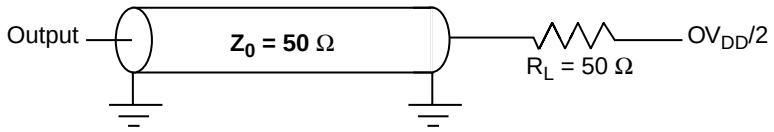
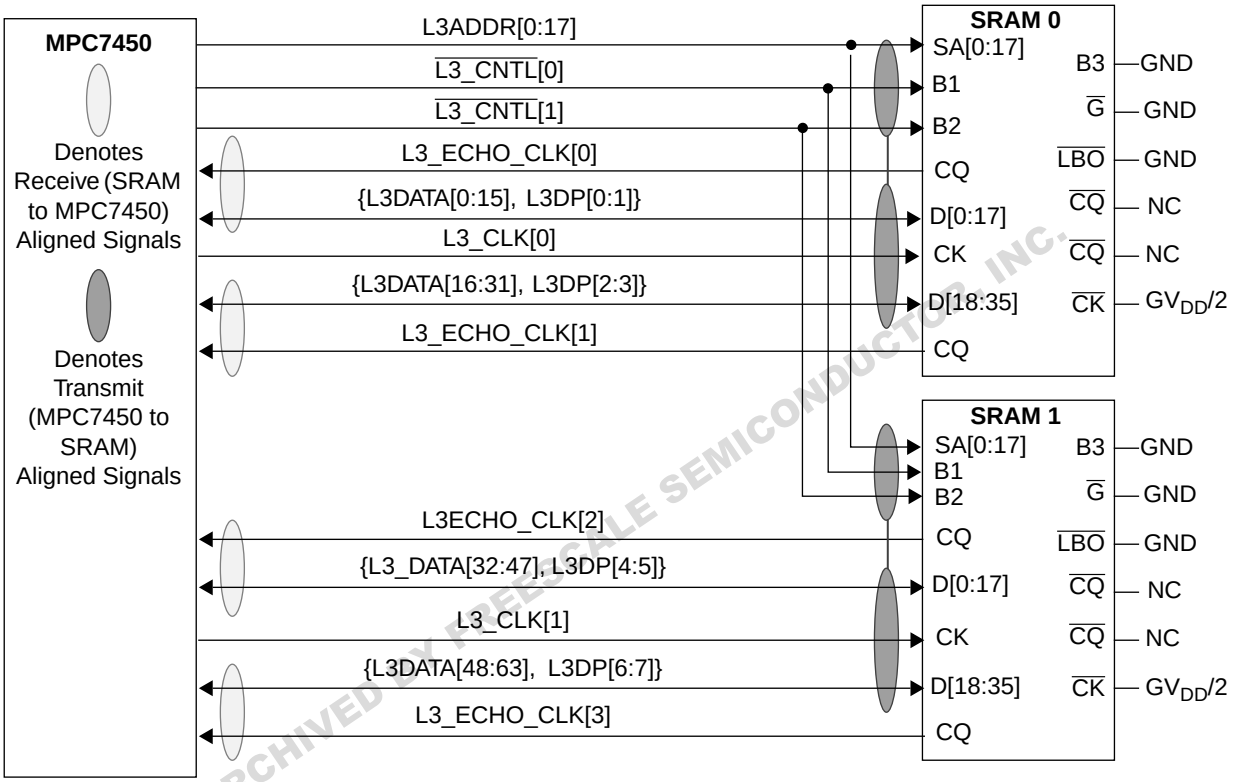
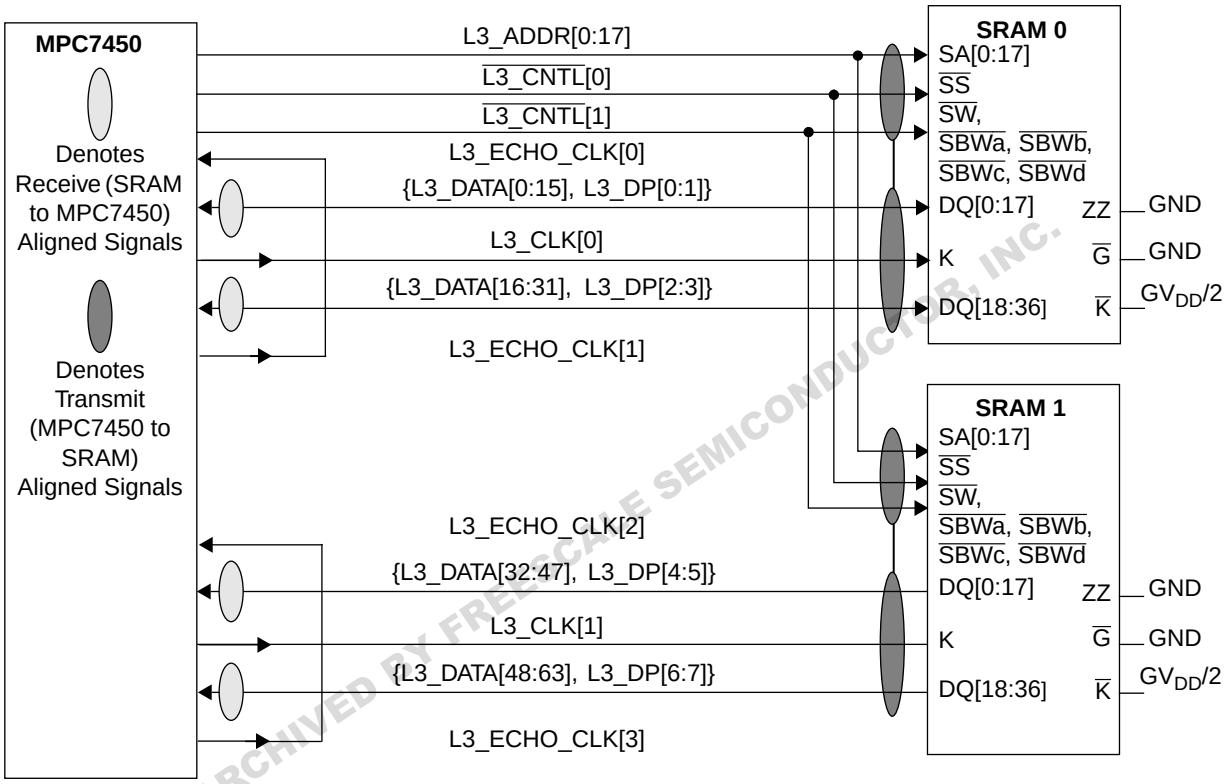
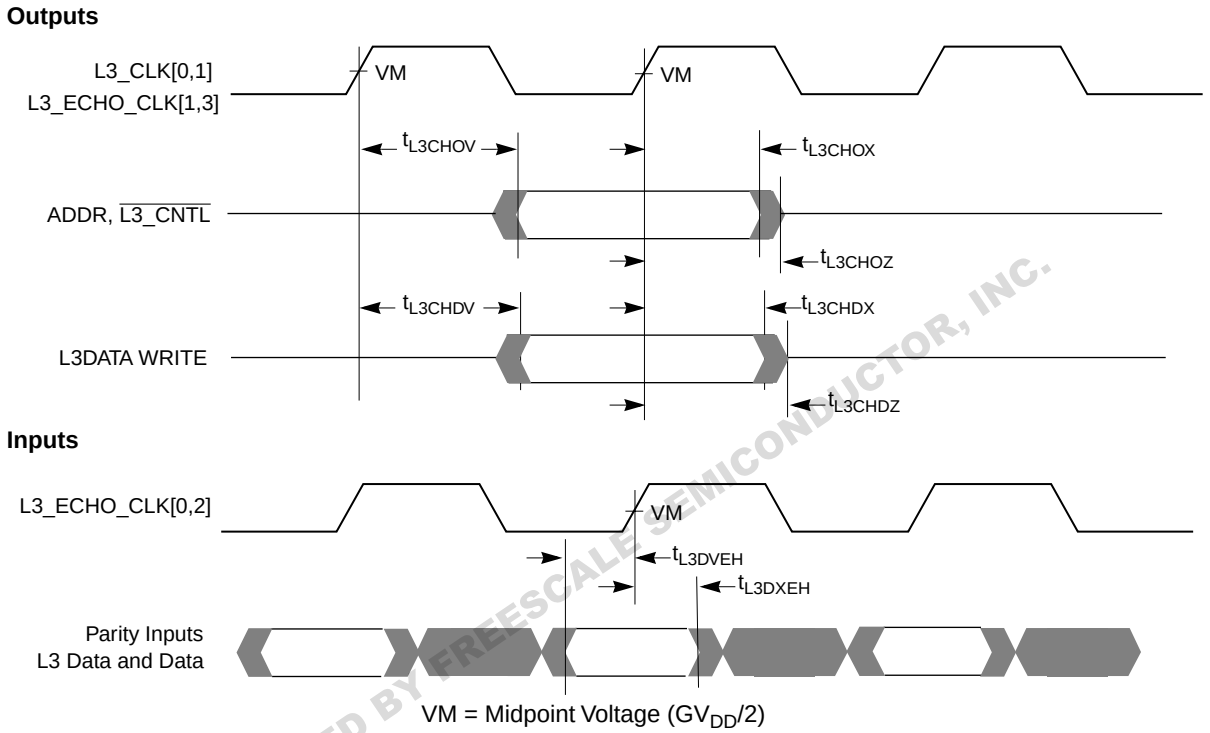

Figure 8. AC Test Load for the L3 Interface
Figure 9. Typical Source Synchronous 2-Mbyte L3 Cache DDR Interface
Figure 11. Typical Synchronous 1-MByte L3 Cache Late Write or PB2 Interface
Figure 12. L3 Bus Timing Diagrams for Late Write or PB2 SRAMs
- For high speed operations, L3 interface address and control signals should be a “T” with minimal stubs to the two loads; data and clock signals should be point-to-point to their single load. Figure 8 shows the AC test load for the L3 interface.
More specifically, certain signals within groups should be delay-matched with others in the same group while intergroup routing is less critical. Only the address and control signals are common to both SRAMs and additional timing margin is available for these signals. The double-clocked data signals are grouped with individual clocks as shown in Figure 9 or Figure 11, depending on the type of SRAM. For example, for the MSUG2 DDR SRAM (see Figure 9); L3DATA[0:31], L3DP[0:3], and L3_CLK[0] form a closely coupled group of outputs from the MPC7450; while L3DATA[0:15], L3DP[0:1], and L3_ECHO_CLK[0] form a closely coupled group of inputs.
When using DDR MSUG2 SRAMs at the L3 interface, the parts should be connected as shown in Figure 9.
Table 12 provides the L3 bus interface AC timing specifications for the configuration as shown in Figure 9, assuming the timing relationships shown in Figure 10 and the loading shown in Figure 8.
5. All output specifications are measured from the midpoint voltage of the rising (or for DDR write data, also the falling) edge of L3_CLK to the midpoint of the signal in question. The output timings are measured at the pins. All output timings assume a purely resistive 50-Ω load (see Figure 8).
Figure 9 shows the typical connection diagram for the MPC7450 interfaced to MSUG2 SRAMs such as the Motorola MCM64E836.
When using PB2 or Late Write SRAMs at the L3 interface, the parts should be connected as shown in Figure 11. These SRAMs are synchronous to the MPC7450; one L3_CLK*n* signal is output to each SRAM to latch address, control, and write data. Read data is launched by the SRAM synchronous to the delayed L3_CLK*n* signal it received. The MPC7450 needs a copy of that delayed clock which launched the SRAM read data to know when the returning data will be valid. Therefore, L3_ECHO_CLK1 and L3_ECHO_CLK3 must be routed halfway to the SRAMs and then returned to the MPC7450 inputs L3_ECHO_CLK0 and L3_ECHO_CLK2 respectively. Thus, L3_ECHO_CLK0 and L3_ECHO_CLK2 are phase-aligned with the input clock received at the SRAMs. The MPC7450 will latch the incoming data on the rising edge of L3_ECHO_CLK0 and L3_ECHO_CLK2.
Table 13 provides the L3 bus interface AC timing specifications for the configuration shown in Figure 11, assuming the timing relationships of Figure 12 and the loading of Figure 8.
Figure 11 shows the typical connection diagram for the MPC7450 interfaced to PB2 SRAMs, such as the Motorola MCM63R737, or Late Write SRAMs, such as the Motorola MCM63R836A.
Figure 12 shows the L3 bus timing diagrams for the MPC7450 interfaced to PB2 or Late Write SRAMs.